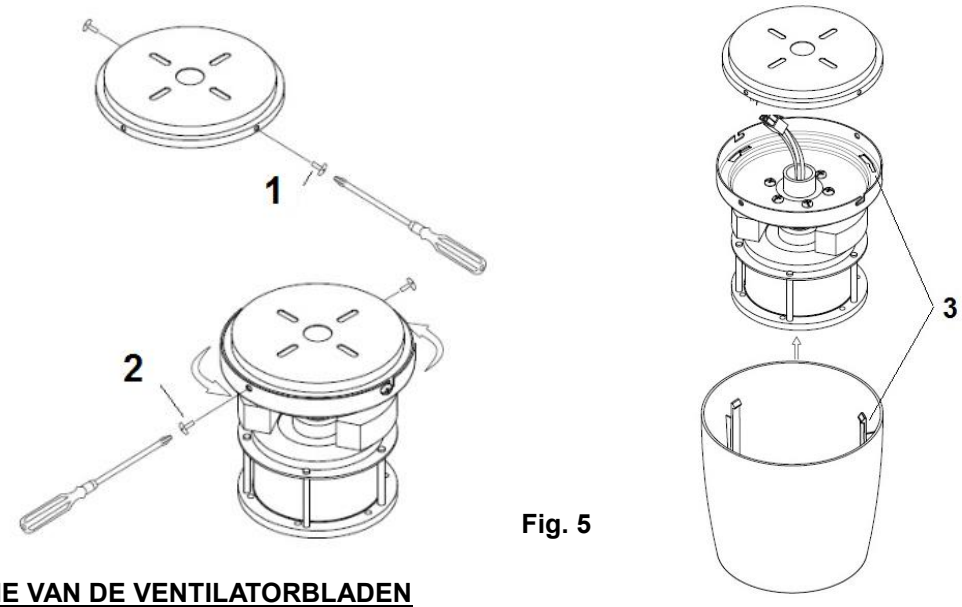

Fig. 5
- Draai 2 schroeven (2) van de bevestigingsplaat los. Fig. 5
- Draai 2 schroeven (1) van de bevestigingsplaat half los Fig. 5
- Til de ophangplaat van de ventilator assemblage omhoog tot aan de bevestigingsplaat en voer de L-vormige uitsparingen van de ophangplaat langs de schroeven (1) op de bevestigingsplaat. Draai de ophangplaat totdat hij op zijn plaats is aan het eind van de uitsparing en zet hem vast door de twee schroeven aan te draaien (2). Denk er om de elektrische bedrading die eerder in orde werd gemaakt niet te beschadigen
- Bevestig als laatste de motorbehuizing aan de ophangplaat en zet hem vast door de haken (3) in de uitsparingen te steken en door hem linksom te draaien.